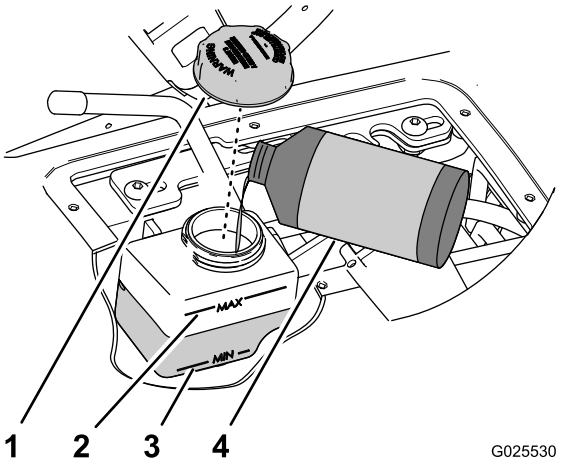

图61
4. 检查油箱中速度控制油缸的油位图61。
A. 将盖子周围的区域擦拭干净图61。
B. 从液压油箱上取下盖子图61。
C. 添加指定液压油使油位升高至介于油箱外侧的最小与最大标记之间图61。
D. 将盖子手动装紧图61。